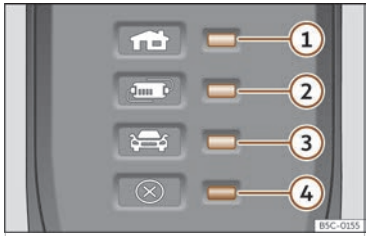

Fig. 70 On the charging cable for power sockets: Control lamps on the protection device.
>>> **Fig. 70**:
The electronic protection device >>> **Fig. 70** ensures that the charging connector does not receive current until it is plugged in to the vehicle's charging connector.
One or more control lamps >>> **Fig. 70** ①, ② o ③ light up green.
Display >>> Fig. 70	Meaning
Display ››› Fig. 70	Meaning
①, ④ flashing	The housing connector has overheated.
②, ④ flashing	The protection device has overheated.
If the charging process continues with a lower current, both the operating indicator and the warning lamp ››› **Fig. 70** ④ flash red.
- If it disconnects again, or the charging current reduces and the cause does not seem to be exposure to an external heat source, make sure that the green control lamp is flashing ››› **Fig. 70**. Visit a specialised CUPRA dealer or any SEAT network dealer to check the charging cable. Get an establishment that specialises in electrical installations to check the infrastructure connection.
If the red warning light ④ flashes or turns on without one of the control lamps ››› **Fig. 70** ①, ② o ③ also turning on continuously on the status indicator, there is a fault.